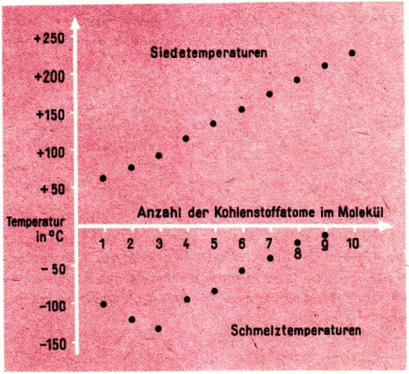

Abb. 17
Die Alkanale unterscheiden sich auf Grund der unterschiedlichen Länge der Kohlenstoffkette im Alkyl in ihren physikalischen Eigenschaften. So nimmt die Wasserlöslichkeit mit zunehmender Molekülgröße ab. Der Einfluß des Alkyls überwiegt zunehmend gegenüber dem Einfluß der funktionellen Gruppe. Die Schmelz- und die Siedetemperaturen ändern sich ebenfalls gesetzmäßig (Abb. 17). ⑦ ⑧ ⑨
① Erklären Sie, inwiefern bei der Reaktion von Monobrommethan mit Kaliumhydroxid eine Neuverteilung von Elektronen stattfindet! Beachten Sie die Bindungsverhältnisse bei den Ausgangsstoffen und den Reaktionsprodukten!
② a) Worin besteht das Wesen der Addition? (↗ „Chemie in Übersichten", S. 56)
③ Welchen Einfluß hat eine Druckänderung auf die Gleichgewichtslage, wenn Ausgangsstoffe und Reaktionsprodukte gasförmig sind?
④ a) Berechnen Sie, wieviel Tonnen Propanol durch Wasseranlagerung an 21 t, 42 t und 84 t Propen maximal hergestellt werden können!
⑤ Warum ist es unmöglich, Methanol durch Wasseranlagerung an Alkene darzustellen?
⑥ Nennen Sie Beispiele für Additionsreaktionen des Äthens! Geben Sie dazu die Reaktionsgleichungen an! (↗ „Chemie in Übersichten", S. 103)
⑦ Erläutern Sie das Wesen homologer Reihen! (↗ „Chemie in Übersichten", S. 93)
⑧ Bestimmen Sie an Hand der Abbildung 17 den Aggregatzustand der angegebenen Alkanole bei 20 °C (Zimmertemperatur)!
⑨ Geben Sie Namen und Summenformeln für die Alkanole mit 5, 7 und 9 Kohlenstoffatomen im Molekül an!